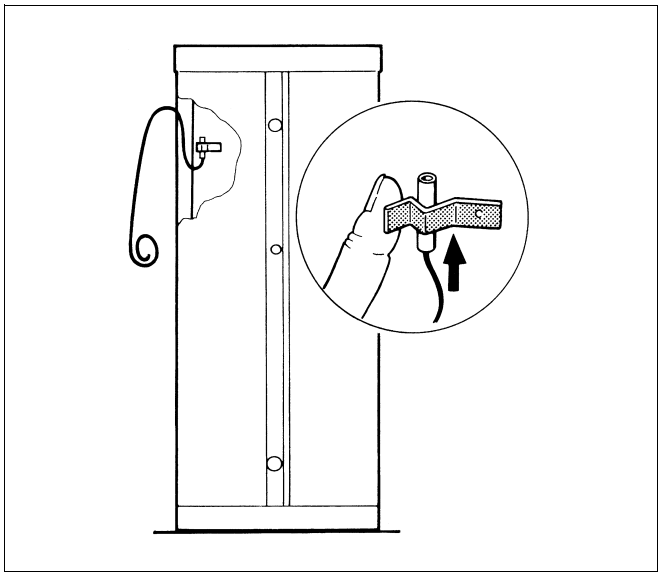

Afb. 9 Montage voeler
- Plaats de voeler zo in de veerhouder, dat het gehele contactoppervlak van de voeler glad tegen de buitenzijde van de boilermantel ligt (afb. 9).